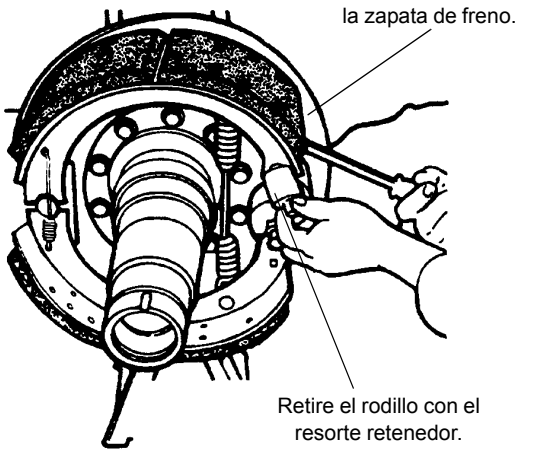

FIGURA 8-17
9. Con una palanca o un destornillador grande, levante la zapata superior y retire el rodillo y el retenedor como una sola unidad (vea la Figura 8-17).